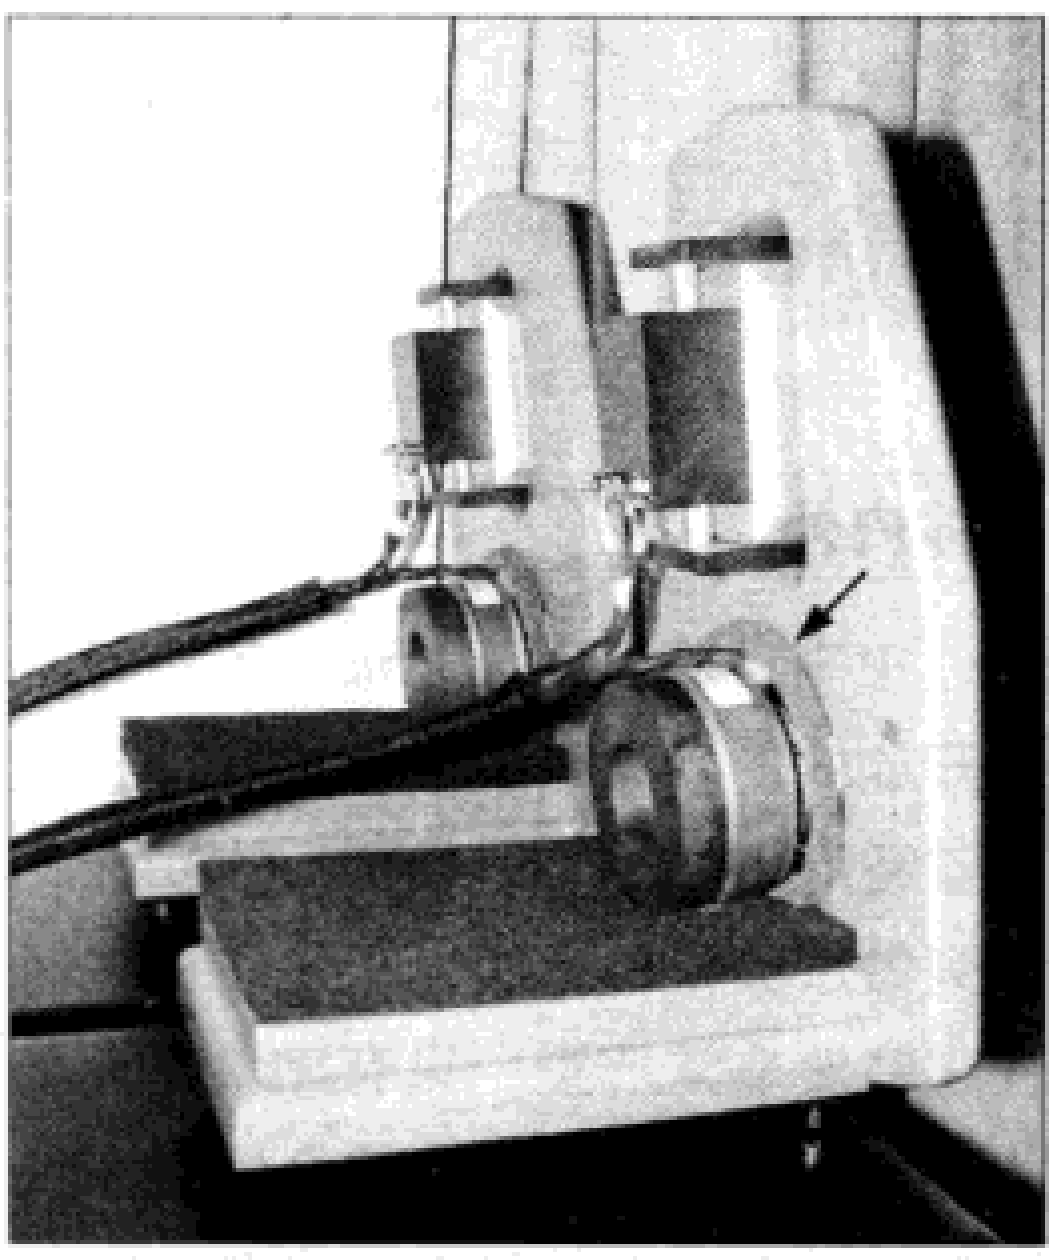

图8 完成的障板背部特写，注意图中箭头所指的环状羊毛毡
另外，被改造成双磁结构的中音单元的后部位置粘贴了环状的羊毛毡，4～5mm厚，如图8所示。在后序的调试过程中，一度将环状的羊毛毡改成了整块的，包覆了扬声器的整个磁钢后部，但是表现不够一贯。
3. 将CA12RCY后部的环状羊毛毡去掉，参见图8，改用略微薄一些（4~5mm）的羊毛毡将磁钢完全包覆起来，这样做有助于减轻中音频域能量的过度集中而使声音更加放得开。